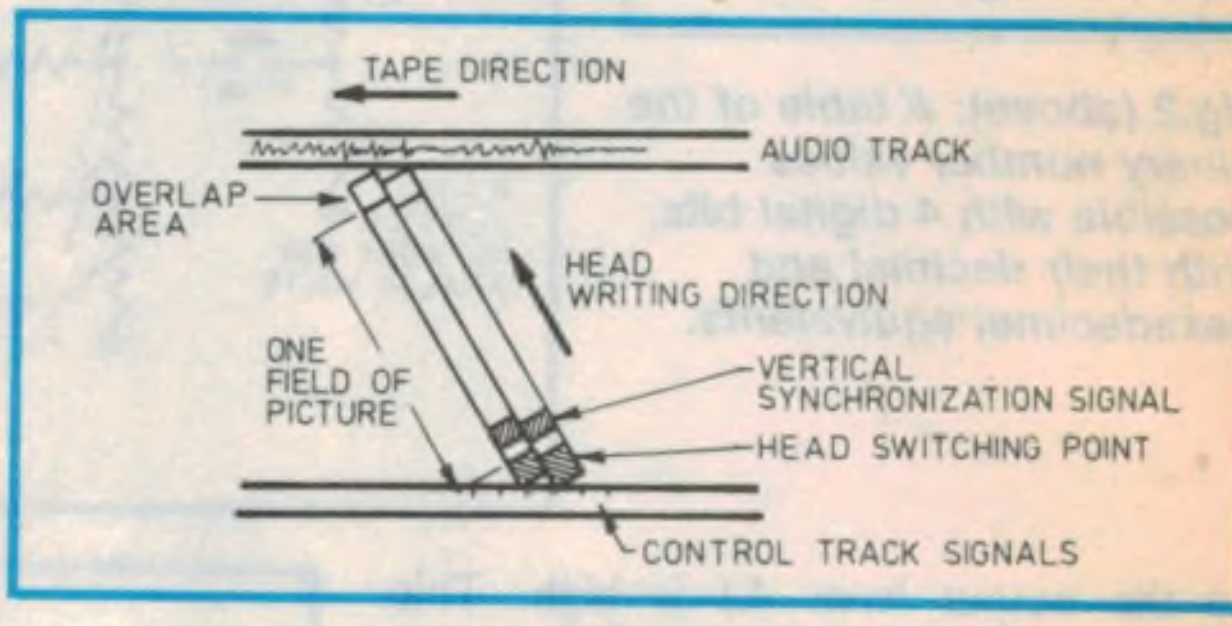

Fig.8: A reminder of how the magnetic tracks are recorded on the tape (not to scale).
Fig.8 represents a portion of a VHS tape pattern (except for the azimuth angle – see part two of this series). The patterns are similar in the Betamax format. Video head rotation must be kept at exactly one half of the vertical synchronizing signal frequency of 50Hz, which is 25Hz. Each field of the television picture is recorded on a single track by one video head, and the next picture field on the next track by the other video head. (You'll hopefully recall that each complete "frame" of picture consists of two interlaced fields).
In play mode the capstan servo circuitry operates exactly as in the record mode – with one difference. The *speed* of the capstan motor is still controlled by the FG signal and frequency to voltage circuitry as before. However switch SW2 is now in the play position. The play-back 25Hz control signal (R) from the tape control track (see again Fig.8) is fed through op-amp 4 to this position of the record/play switch.